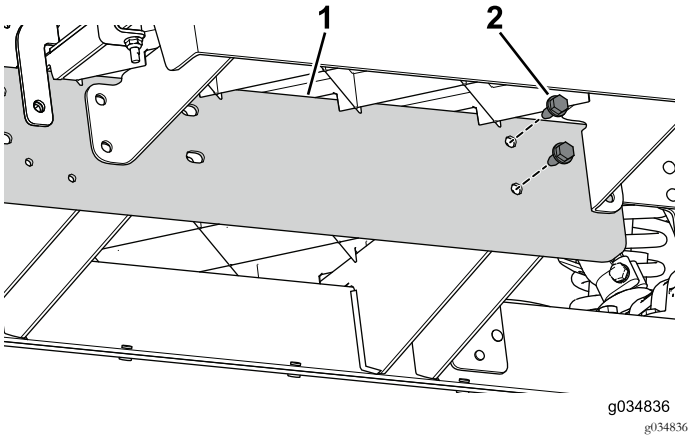

Figur 71
3. Bruk de to boltene (5/16 x 3/4 tomme) til å montere forlengelsesskinnen løst til midtkanalen for den fremre delen av maskinen (Figur 71).